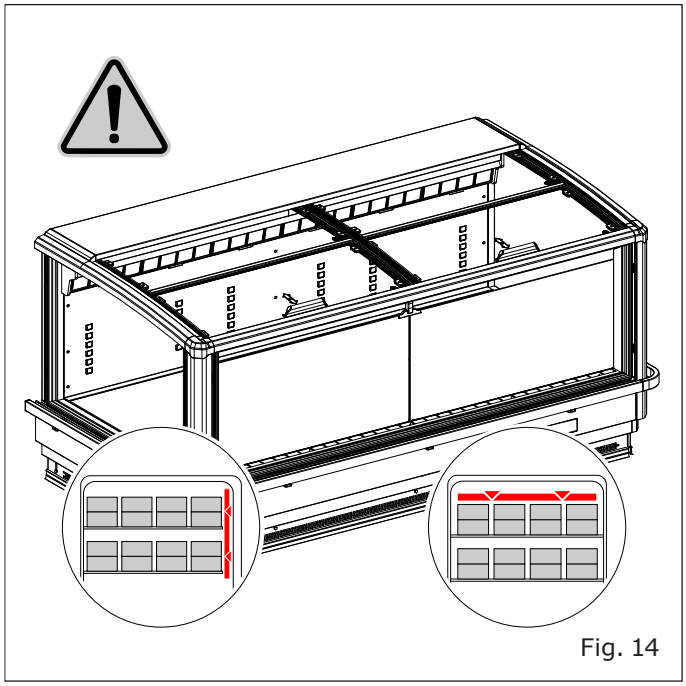

Fig. 14
- La mercancía no sobrepase la línea de carga ("Fig. 14").